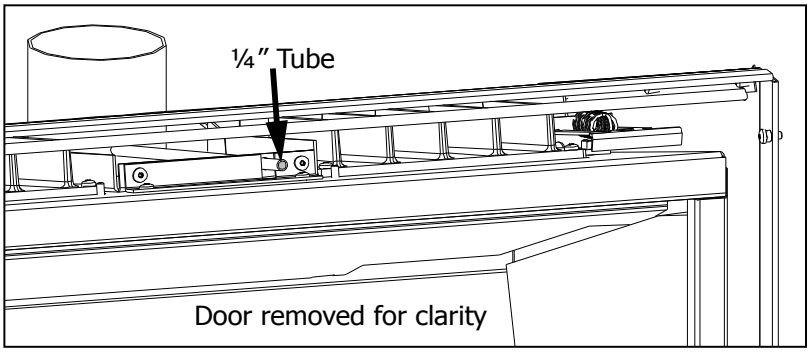

Figure 30: Draft check.
The draft hood must be in the same pressure zone as the air inlet. Inspect for draft from the front of the unit at the ¼" tube (shown in Figure 30). Note that when the door is installed the tube is not visible when looking straight at the unit. Check for a draft using smoke; a vacuum or suction into the tube will indicate proper drafting. If air is blowing out of the tube the problem must be corrected before the unit can be started.
b) Using a T-20 screwdriver remove the screw that is in the draft tube pointed at in Figure 30.